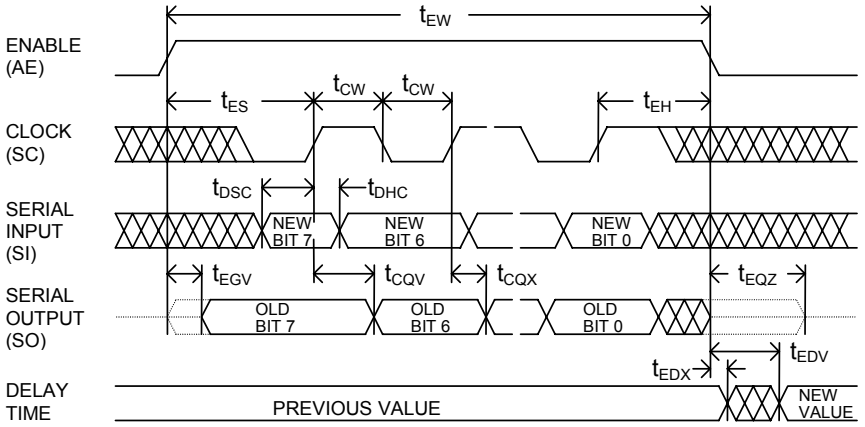
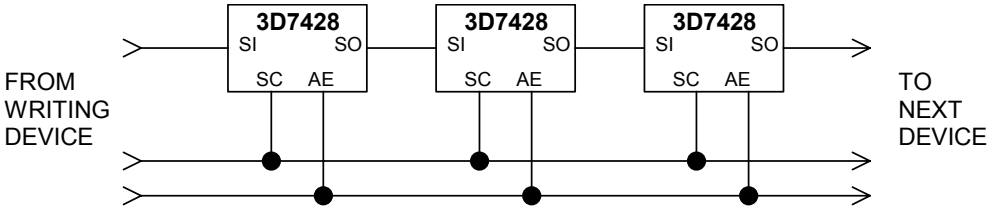

Figure 4: Serial mode (MD=0)
Figure 5: Cascading Multiple Devices
While observing data setup (t_{DSC}) and data hold (t_{DHC}) requirements, timing data is loaded in MSB-to-LSB order by the rising edge of the clock (SC) while the enable (AE) is high, as shown in Figure 4. The falling edge of the enable (AE) activates the new delay value which is reflected at the output after a settling time t_{EDV}. As data is shifted into the serial data input (SI), the previous contents of the 8-bit input register are shifted out of the serial output port pin (SO) in MSB-to-LSB order, thus allowing cascading of multiple devices by connecting the serial output pin (SO) of the preceding device to the serial data input pin (SI) of the succeeding device, as illustrated in Figure 5. The total number of serial data bits in a cascade configuration must be eight times the number of units, and each group of eight bits must be transmitted in MSB-to-LSB order.